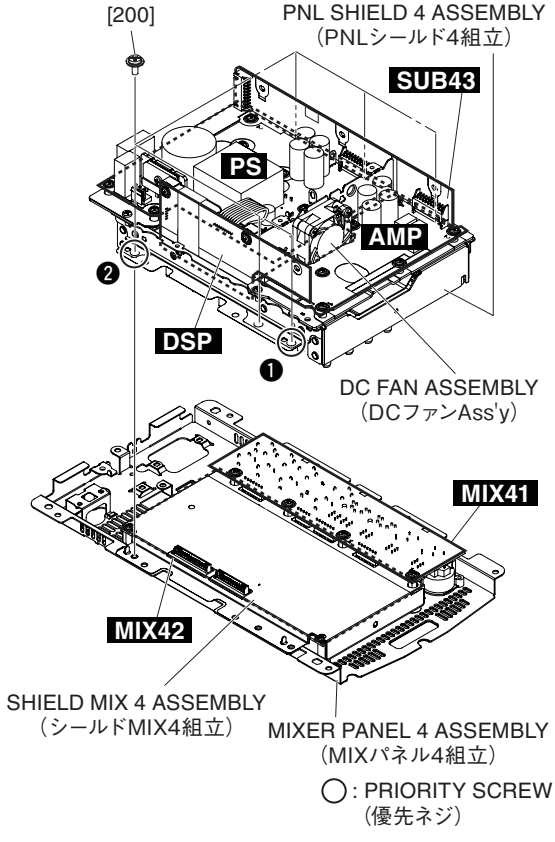

Fig.B-9(図B-9)
B-10-5 Remove the six (6) screws marked [200]. The PNL shield 4 assembly can then be removed together with the AMP circuit board, DSP circuit board, PS circuit board, SUB43 circuit board and DC fan assembly. (Fig. B-9)
* ***When installing the PNL shield 4 assembly, first tighten the two (2) priority screws as shown in Fig. B-9.***
B-10-5 [200] のネジ 6 本を外して、AMP シート、DSP シート、PS シート、SUB43 シート、DC ファン Ass'y と共に PNL シールド 4 組立を外します。(図 B-9)
※ **PNL シールド 4 組立を取り付けるときには、優先ネジ 2 本を図に示す順で先に締めてください。(図 B-9)**